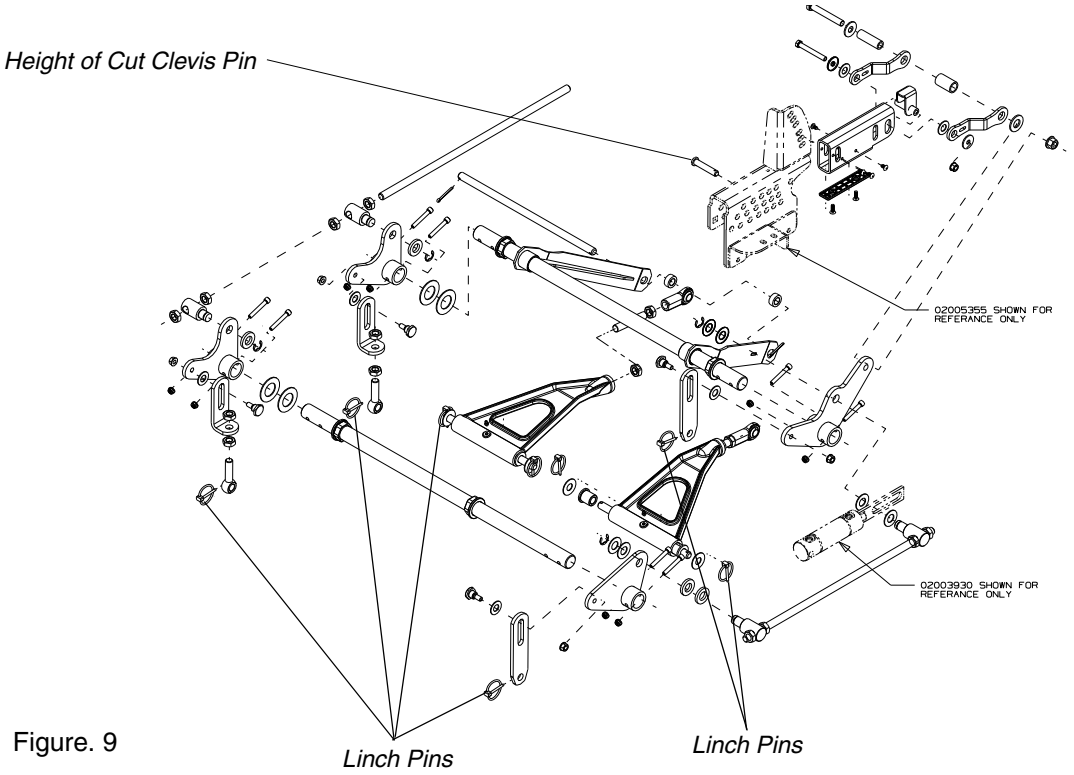

Figure. 9
e. Remove six linchpins (See Fig. 9) (4) from the deck and (2) from the front of the mower. Remove the linchpins on the left and right rear side of the cutter deck (2); remove the linchpins on the left and right front side of the cutter deck (2); and remove the linchpins on the front of the mower (2).